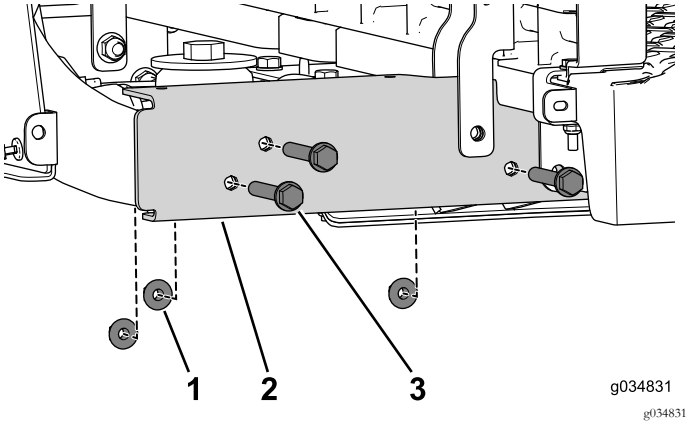

Рисунок 17
4. Удалите три фланцевых болта (3/8 x 2-1/2 дюйма) и гайки (Рисунок 17). Выполните эти действия на обеих сторонах автомобиля.